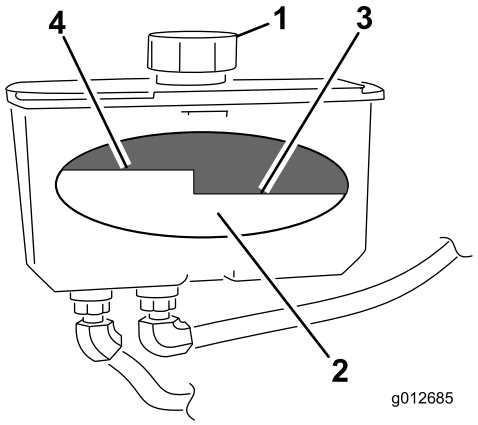

Figur 72
4. Rengør området omkring hydrauliktankens dæksel og påfyldningsstuds (Figur 72).
5. Fjern dækslet fra påfyldningsstudsen. Kig i tanken for at kontrollere væskestanden i beholderen. (Figur 72).
Bemærk: Væskestanden skal nå op til toppen af varm-niveauet på pladen, når væsken er meget varm (Figur 72).